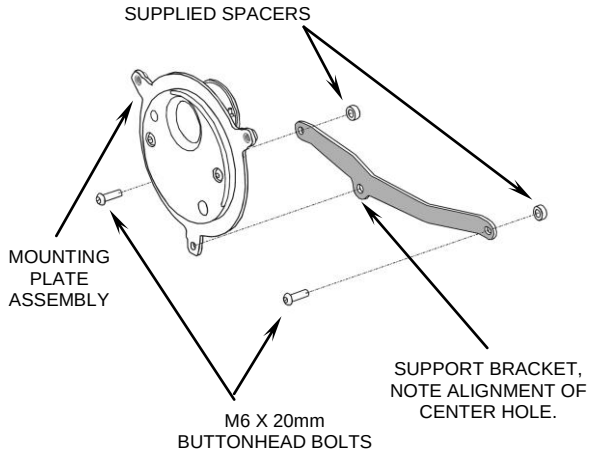

FIGURE 2
7. Align the holes in the support bracket with threaded holes in the cylinder heads, then insert the (2) supplied M6 x 20mm buttonhead bolts through the support bracket, supplied spacers and into the cylinder heads, lightly snug the bolts. See Figure 2 for orientation.
8. The mounting plate assembly is ready to be attached to the motorcycle. Attach the hoses and hose clamps that were disconnected in Step 3, to the inlet tubes on the mounting plate. Install the rubber boot over the throttle body but leave the clamp loose for now, be sure the lower hole aligns with the center threaded hole in the support bracket, see Figure 2.